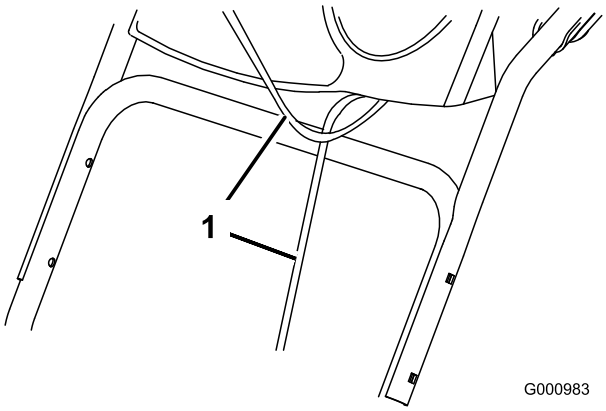

**Figur 4**
1. Lyft upp och vrid det övre handtaget, och sätt det över det undre handtaget (Figur 4).